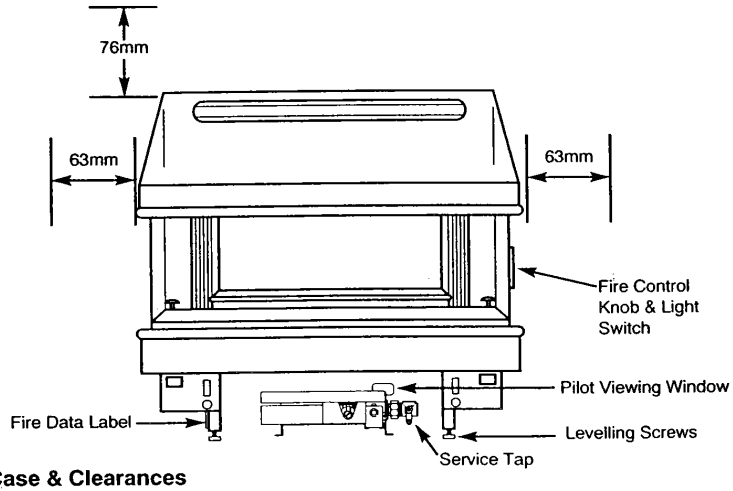

Fig. 9 Outer Case & Clearances
12. Check the operation of the light effect by operating the switch adjacent to the control tap (Fig.9).
BERMUDA SL3 (see page 6, Fig.9 for clearances)	Height - 706mm (to hearth) Width - 696mm Depth - 317mm Weight - 34kg (unpacked)